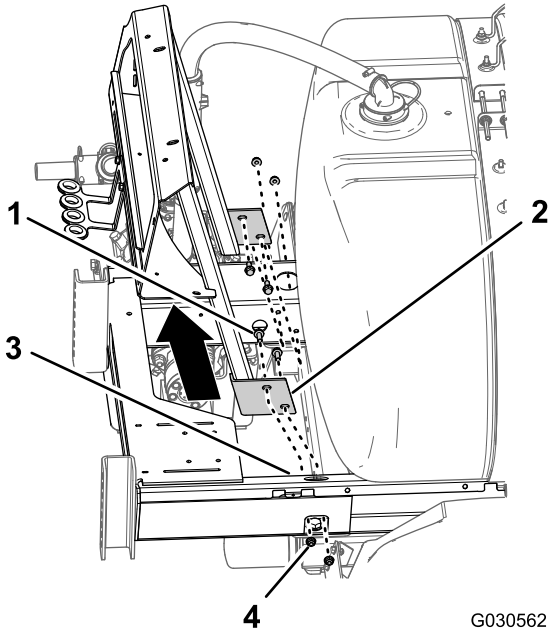

Figur 99
3. Ta bort de fyra flänsskruvar (3/8 x 1 tum) och de fyra flänslåsmuttrar (3/8 tum) som håller fast grenrörsfästets fläns på sprutchassits ram. Ta bort grenrörsfästet från maskinen (Figur 99).